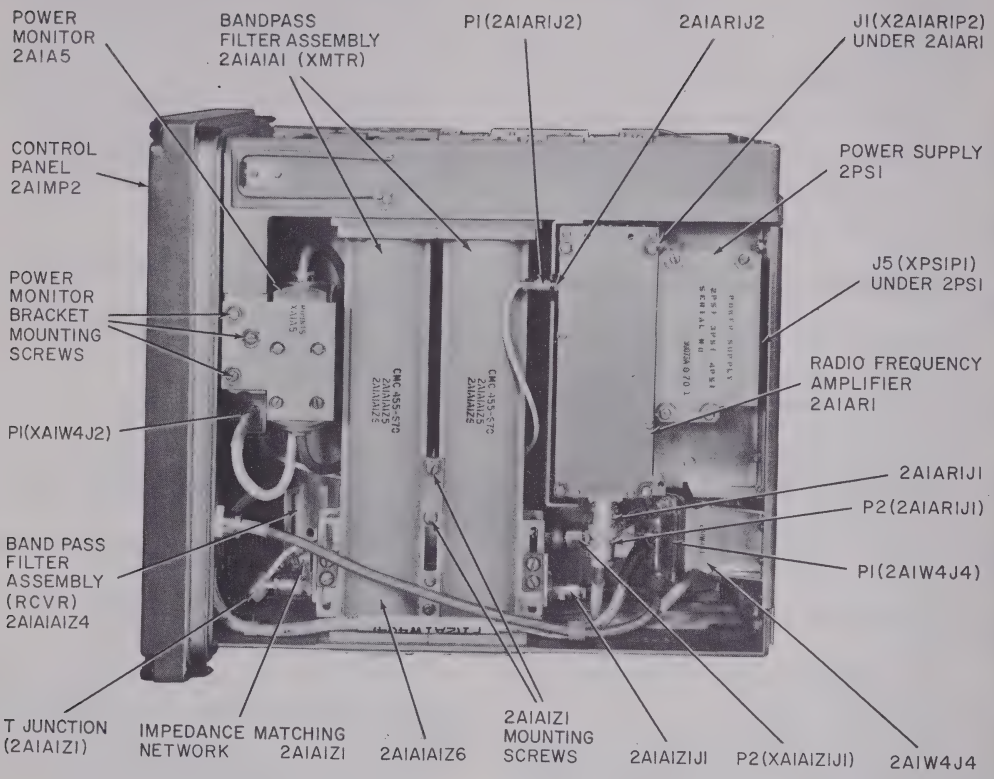

Figure 3-16. Receiver RF head, bottom view.
(1) Disconnect plug P2 (2A1A1Z1J1) (fig. 3-16) from connector J1 of impedance matching network 2A1A1Z1.
(1) Disconnect plug P1 (2A1AR1J2) (fig. 3-16) from connector J2 of radio frequency amplifier 2A1AR1.